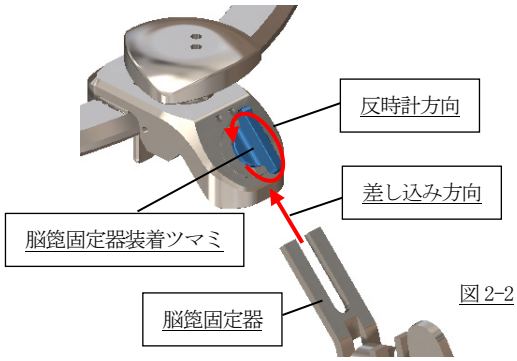

図 2-2
(2)-3 脳篦固定器装着ツマミを反時計方向に回し、操作に抵抗を感じた時点で操作を止めてください。(図 2-2)
(2)-4 脳篦固定器を突起部に差し込んでください。(図 2-2)